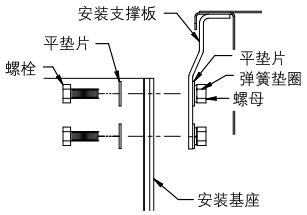

图 20 – 基座的安装
2. 用3/8″（10mm）的平垫片、弹簧垫圈和螺母确保基座固定在支撑板上（见**图20**）。